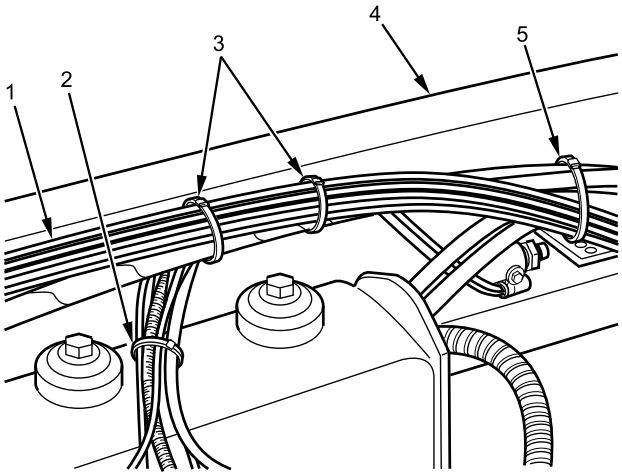

Figure 5. Transfer Case Air Line Cable Lock Straps.
8. Remove cable lock straps (Figure 5, Item 2, 3, and 5) securing air lines (Figure 5, Item 1) under frame rail (Figure 5, Item 4). Discard cable lock straps (Figure 5, Item 2, 3, and 5). Remove transfer case air lines.